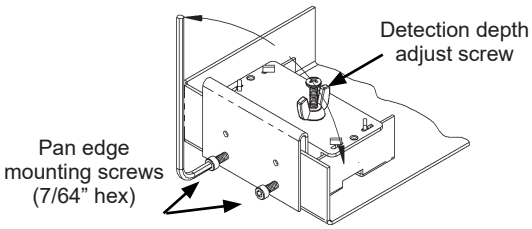

Fig. 6: Remote Spot Sensor Pan Rim Mounting
1. The sensor can be secured to a flat surface using the adhesive mounting strips (Fig. 7) or a screw (Fig. 8). It can also be mounted to a drip pan rim using the provided 7/64” hex set screws as shown in Fig. 6. If using the adhesive mounting strip, clean the surface before adhering.